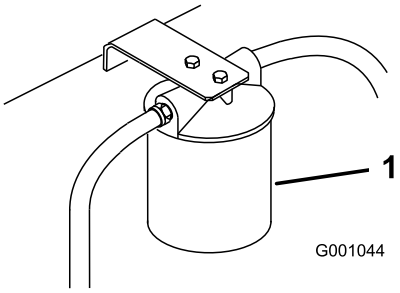

Figuur 62
3. Plaats een opvangbak onder het filter. Verwijder het oude filter en veeg de pakking van het filtertussenstuk schoon (Figuur 62).